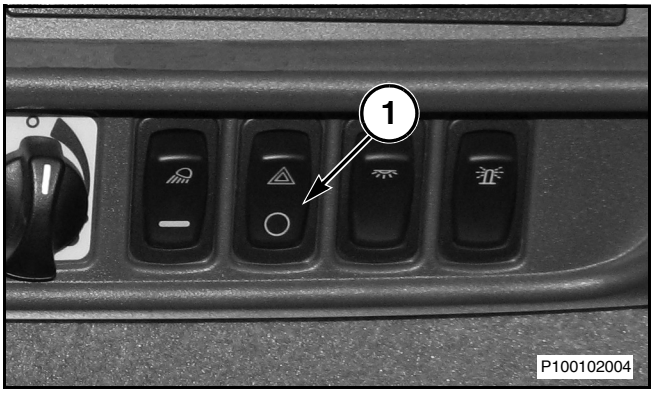

Рис. 9
Рис. 9: Выключатель (1) аварийной сигнализации имеет два положения. При нажатии нижнего плеча выключатель находится в выключенном положении. При нажатии верхнего плеча выключателя включаются мигающие лампы аварийной сигнализации. Выключатель аварийной сигнализации включает следующие осветительные приборы: